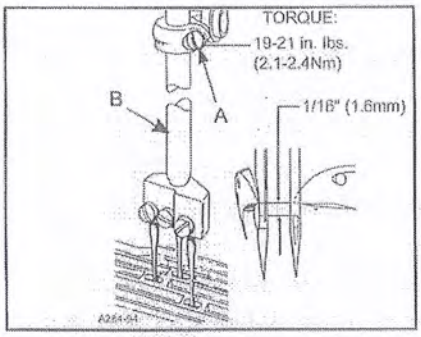

FIG.9
screw(A.Fig.9)and move needle bar (B)as required to attain dimension.